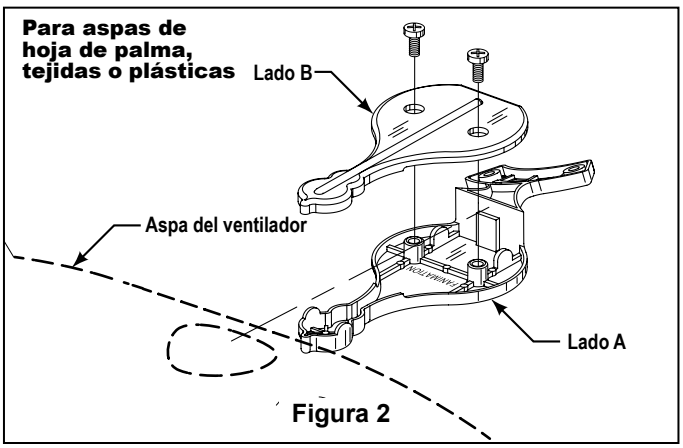

Figura 2
6. Ajuste ambos tornillos para asegurar el aspa. (Figura 2)